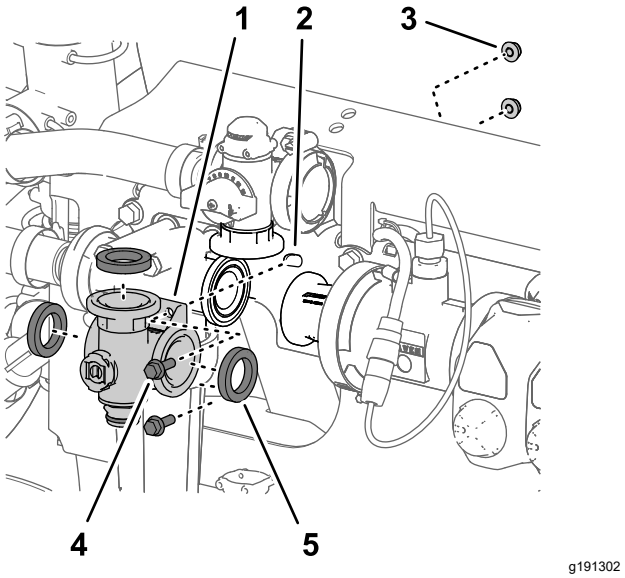
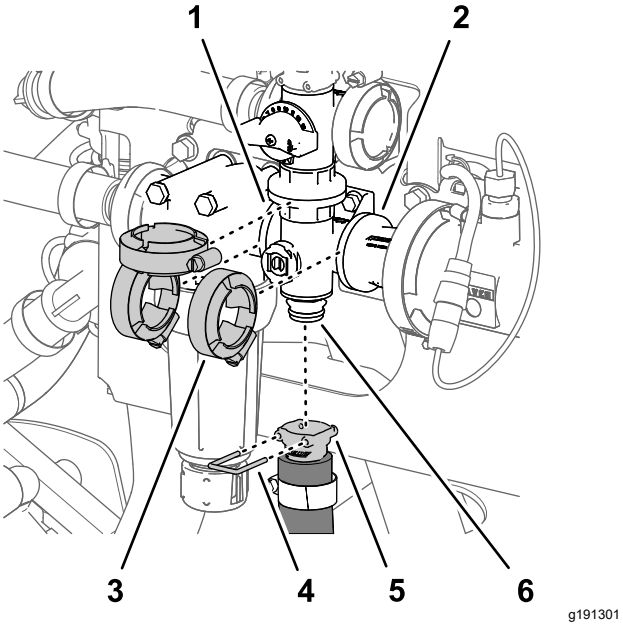

Figure 137
Figure 138
1. Align the flange of the agitation-valve manifold and 3 gaskets with the flanges of the agitation-bypass valve, pressure filter head, and coupling adapter (Figure 137 and Figure 138).
2. Loosely secure the agitation-valve manifold to the agitation-bypass valve, pressure filter head, and coupling adapter (Figure 138) with the 3 flange clamps that you removed in Removing the Agitation-Manifold Valve (page 85).
5. Tighten the 3 flange clamps by hand (Figure 138).
6. Assemble the quick-connect coupler of the agitation hose onto the quick-connect fitting of the agitation-valve manifold with the quick-connect pin (Figure 138).